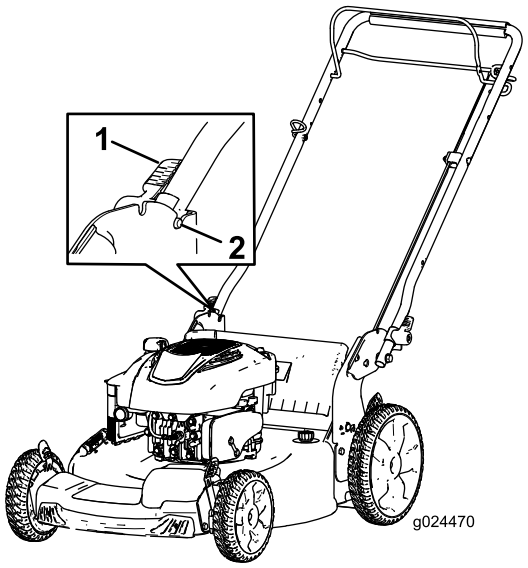

Figur 4
2. Indstil håndtagets lås (Figur 4), indtil stiften klikker på plads for at låse håndtaget i betjeningspositionen.